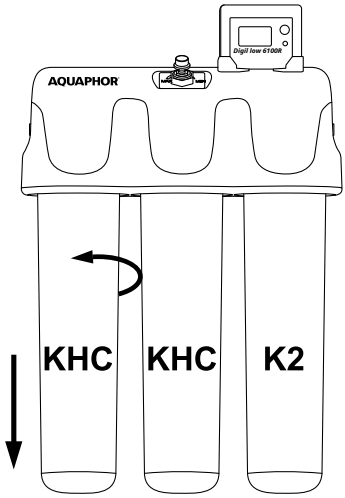

Рис. 2.
ВНИМАНИЕ! Обратите внимание на порядок установки сменных фильтрующих модулей (рис. 2).
- Выньте заглушку модуля K2 из третьего гнезда коллектора (см. рис. 2).
- Выньте сервисные заглушки из гнезд коллектора для модулей КНС (см. рис. 2).